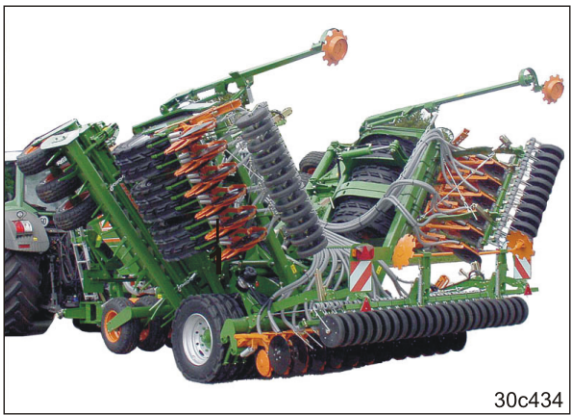

Fig. 182
12.1 Aktiver kort styring 2, til åbning af rotorgrubberens bom (Fig. 182/1).